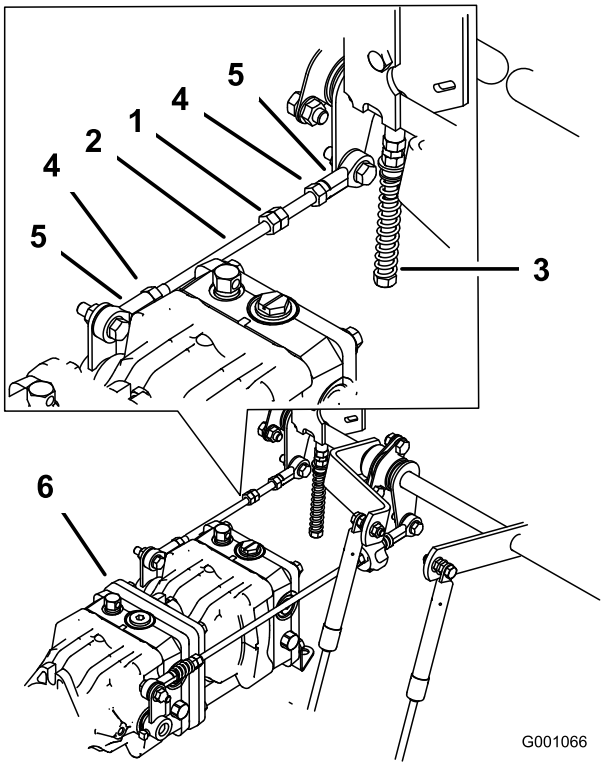

Figur 70
1. Lossa låsmuttrarna på kullederna på pumpens reglerstav (Figur 70).
3. Justera pumpstavslängden genom att vrida dubbelmuttrarna på staven i lämplig riktning tills hjulet står stilla eller långsamt roterar bakåt (Figur 70).
6. Dra åt låsmuttrarna vid kullederna (Figur 70).